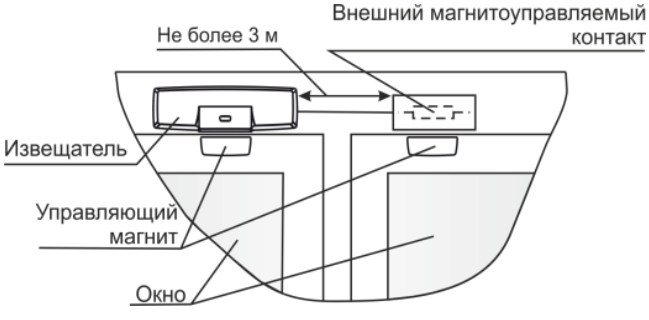

Рисунок 4
8.1.3 Вариант размещения извещателя на окне (рисунок 4)
4) Для контроля **встроенного и внешних** магнитоуправляемых контактов (рисунок 4) установить перемычку на вилку **Ext**.